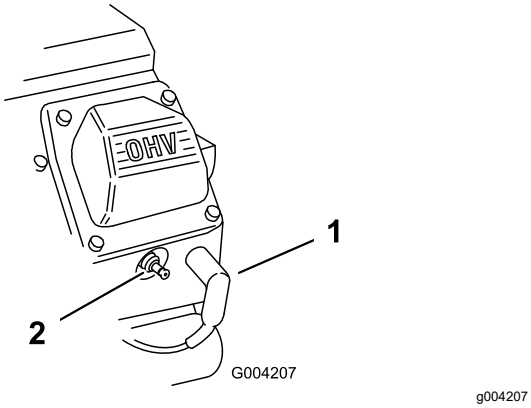

Rysunek 47
2. Odłącz przewody od świec zapłonowych (Rysunek 47).
3. Podłącz przewody do świec zapłonowych (Rysunek 47).